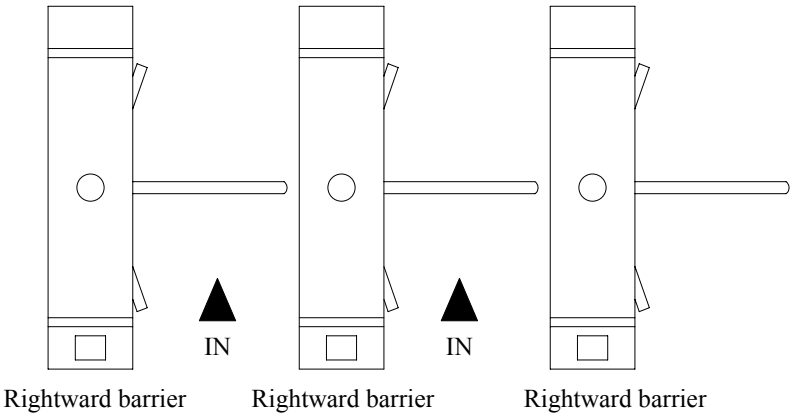

Figure 2
2) Rightward barrier: along passage way, barrier rod pointing to the right, as shown in Figure 2